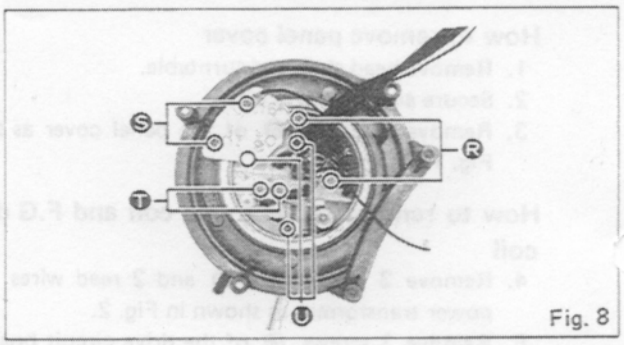

Fig. 8
19. Remove 2 screws Ⓡ of the phono cord p.c.b. as shown in Fig. 8.
20. Remove 2 screws Ⓢ as shown in Fig. 8.
21. Remove 2 screws Ⓣ of the silicon oil dumper as shown in Fig. 8.
22. Remove 3 screws Ⓤ as shown in Fig. 8.